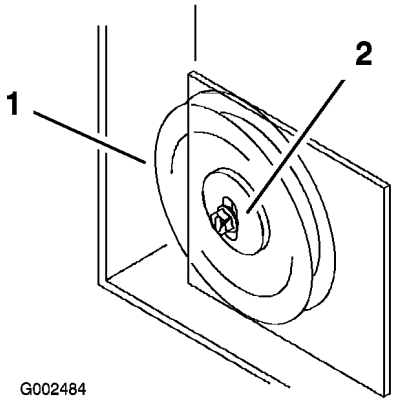

Figur 58
11. Om klipparens remskivplatta kommer i kontakt med justeringsspåret och mer remspänning krävs kan en liten ändring på höger sida av den fasta remskivan ge mer remspänning (Figur 58).